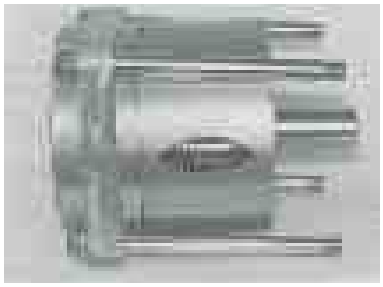

Fig.53
⑨ タイロッドをボンネットＲに六角ナットにより取り付ける。（Fig.53）